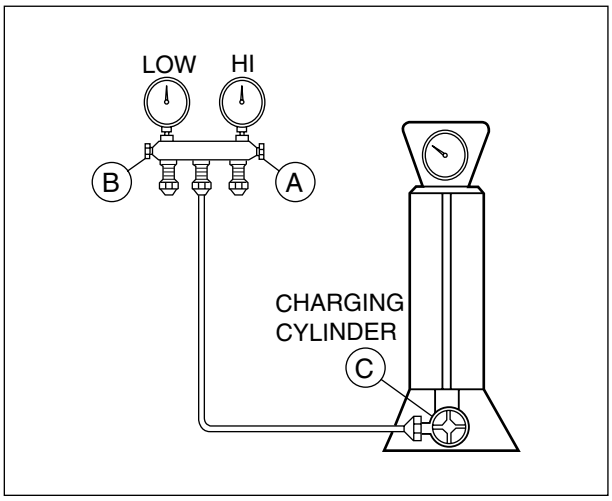

Figure 17B-Charging
4) Remove the hose from the vacuum pump and place it on the charging cylinder. See Fig. 17B. Open valve C.
2) Connect the charging cylinder as shown in Fig. 17B. With valve C open, discharge the hose at the manifold connection.